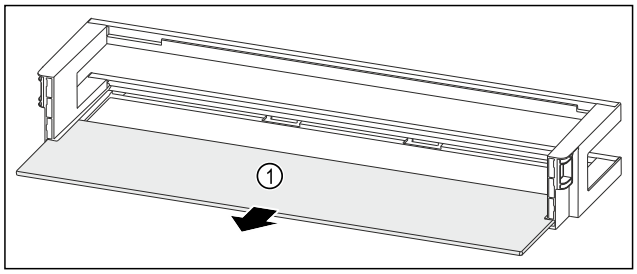

Fig. 247 Raft montat pe ușă cu raft
▶ Extrageți raftul *Fig. 247 (1)*.